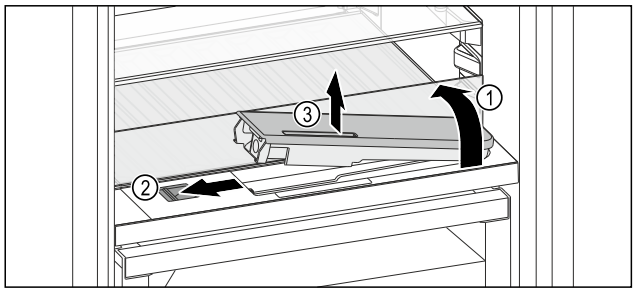

Fig. 231
▶ Glasplaat heffen en tot de aanslag naar achter klappen *Fig. 231 (1)*.
▶ Schuif *Fig. 231 (2)* naar links schuiven.
▶ Waterreservoir eruit halen *Fig. 231 (3)*.